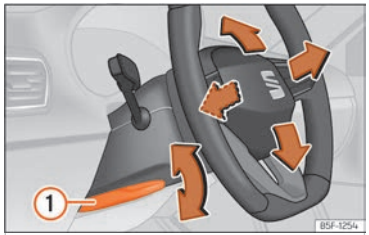

Fig. 71 Palanca a la part inferior del lateral esquerre de la columna de direcció.
- Estireu la palanca ››› fig. 71 ① cap avall, moveu el volant fins a la posició desitjada i torneu a apujar la palanca fins al punt de tancament.
- **Després d'ajustar la columna de la direcció, empenyeu fermament la palanca ››› fig. 71 ① cap amunt perquè el volant no canviï de posició accidentalment durant la marxa.**